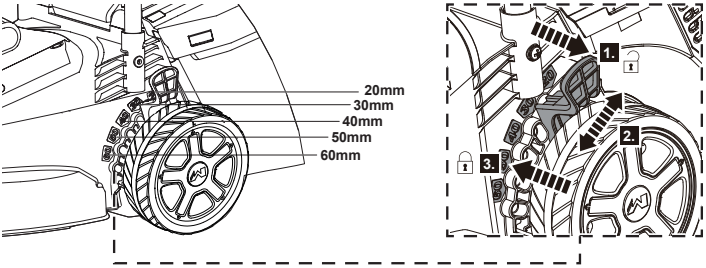

Fig.9
> Empuje la palanca de ajuste de altura de corte (13) alejándola del producto (paso 1) y muévala a la altura de corte deseada (Fig. 9, paso 2).